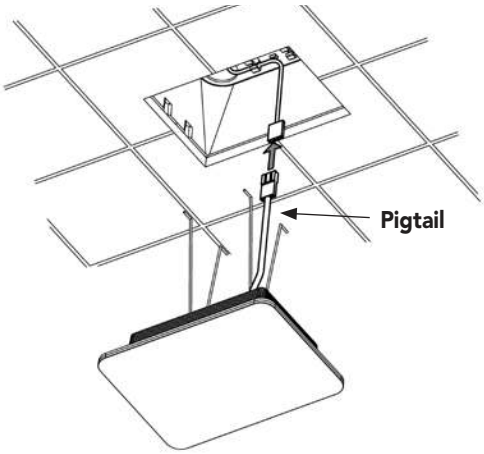

Figure 11
1. Connect the ChromaSteamX fixture's pigtail to the 30-foot LED power cable in the junction box **(Figure 11).**